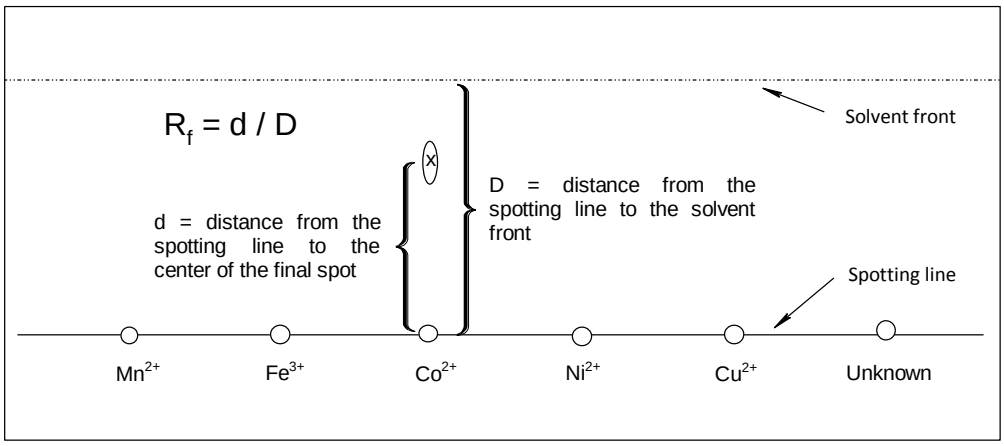

Figure 4. Parts of your chromatogram needed to calculate R_f
18. Calculate the retention factor values (R_f) for your standards and then for your unknown. Compare the R_f values of your standards with the R_f value(s) of your unknown (Figure 4).